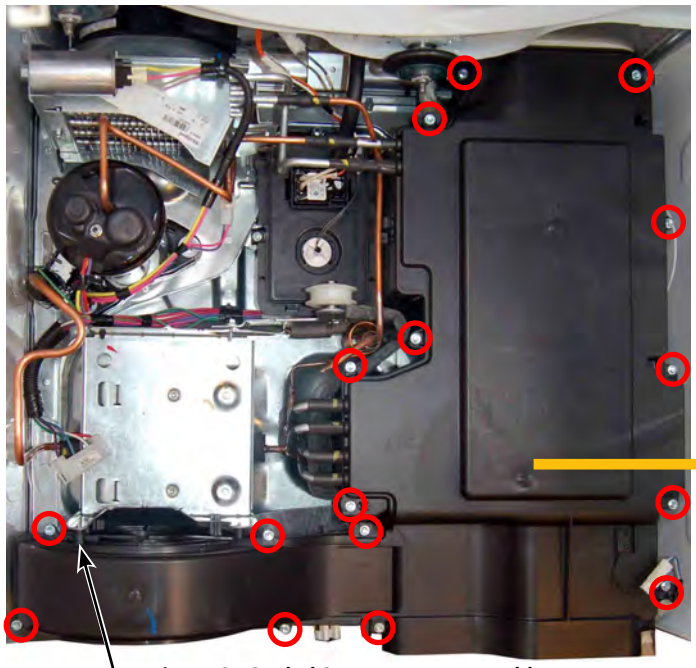

Figure 3 - Sealed System Base Assembly
9. Remove the sixteen (16) 1/4" hex-head screws securing the cover to the heat exchanger assembly (as illustrated in Figure 3). Remove the cover assembly, containing the reed lint switch.